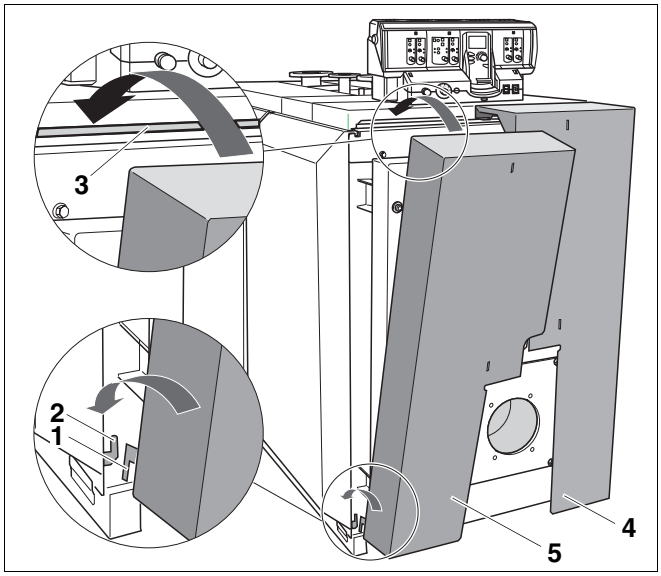

Рис. 40 Установка левой части обшивки дверцы горелки
Обшивка дверцы горелки состоит из одной правой (рис. 40, **поз. 4**) и одной левой части (рис. 40, **поз. 5**). Монтаж левой и правой частей обшивки аналогичен. Монтаж обшивки дверцы горелки описан на примере ее левой части.
- Вставить крюки левой части обшивки дверцы горелки (рис. 40, **поз. 1**) в крюки левой передней боковой стенки (рис. 40, **поз. 2**).
- Подвесить левую часть обшивки дверцы горелки (рис. 40, **поз. 5**) на отбортовку передней крышки котла (рис. 40, **поз. 3**).